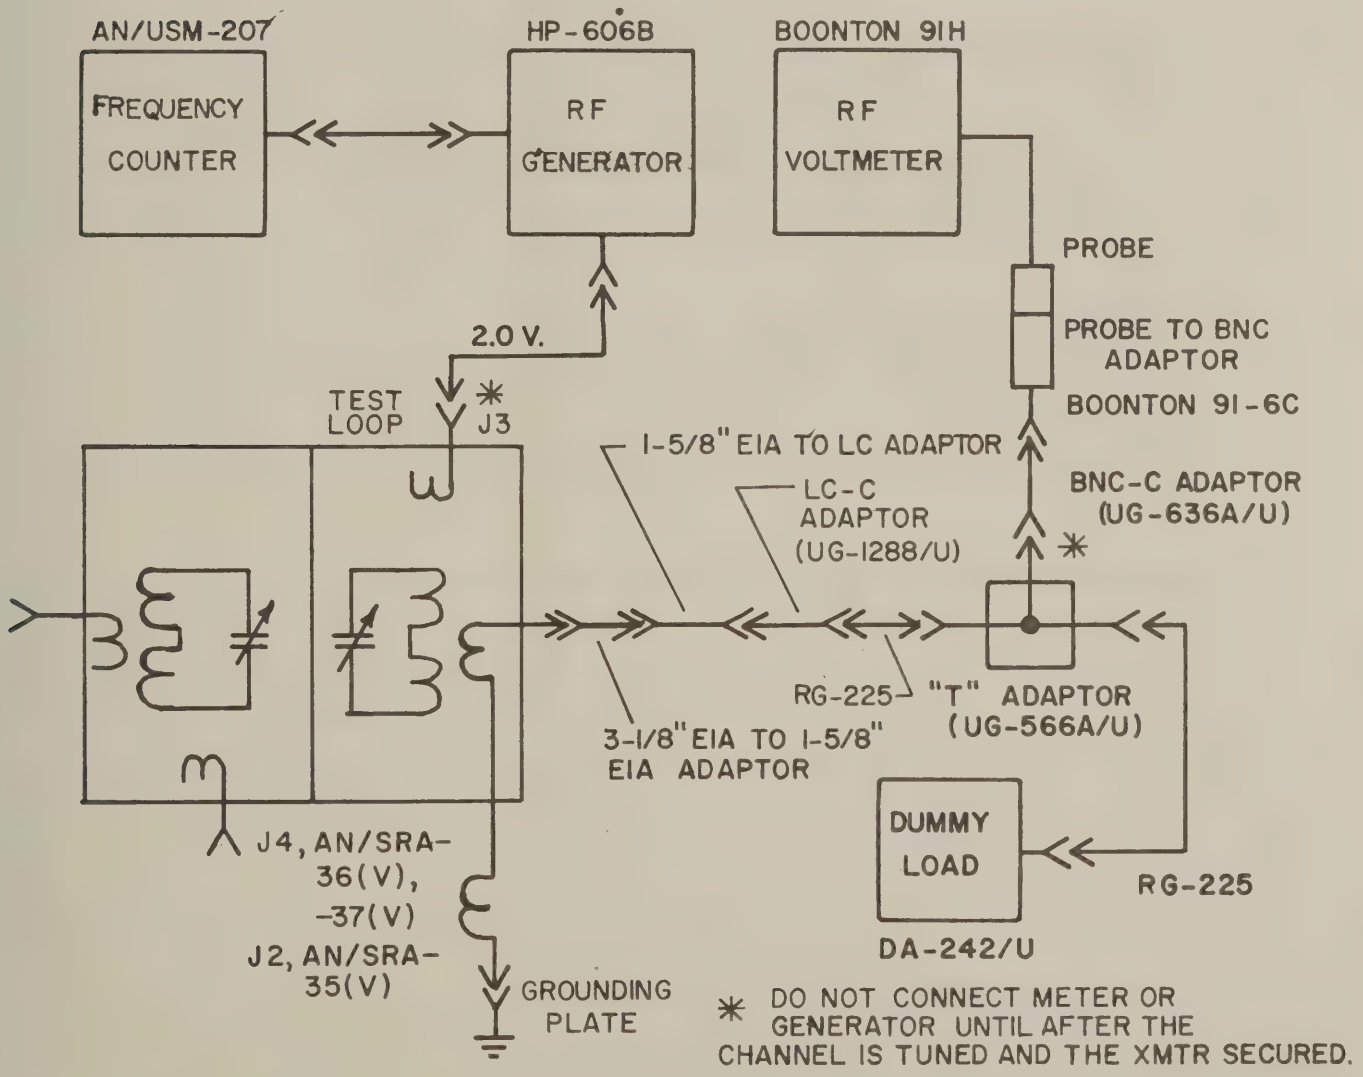

Figure 5-9. Test Set-up for Measurement of Output Loaded Q
g. Remove the RF output lines from the rear of the diplexer cabinet. Install a grounding plate on one end of the output link. Adapt the other end of the output link to a type "C" connector as shown in figure 5-9. Connect the "T" adapter and dummy load as shown — however, do not connect the meter probe or RF signal generator yet.
m. Connect the test equipment as shown in figure 5-9. Set generator level at 2.0 V RMS and meter sensitivity to 1.0 MV full scale. Tune generator to the exact test frequency as indicated by a peak deflection on the RF voltmeter (decrease the meter sensitivity as required). Adjust the generator output level for a convenient reference on the RF voltmeter (i.e. full scale). Record this level as V_o and the frequency counter reading as f_o.